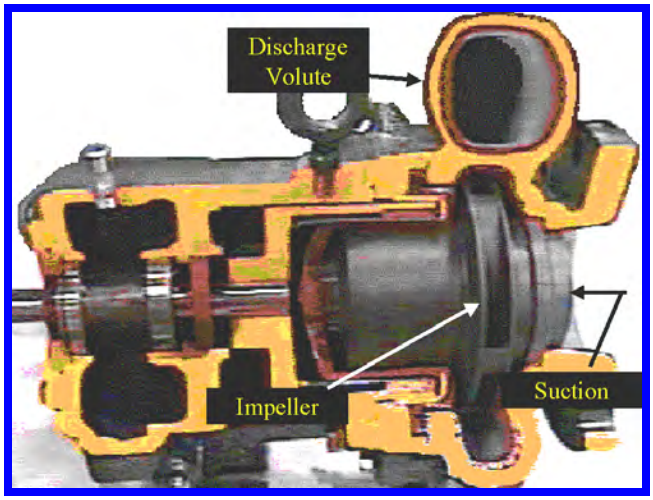

Figure B.03: Cut-away of a pump showing volute casing
- A *volute* is a curved funnel increasing in area to the discharge port as shown in Figure B.03. As the area of the cross-section increases, the volute reduces the speed of the liquid and increases the pressure of the liquid.